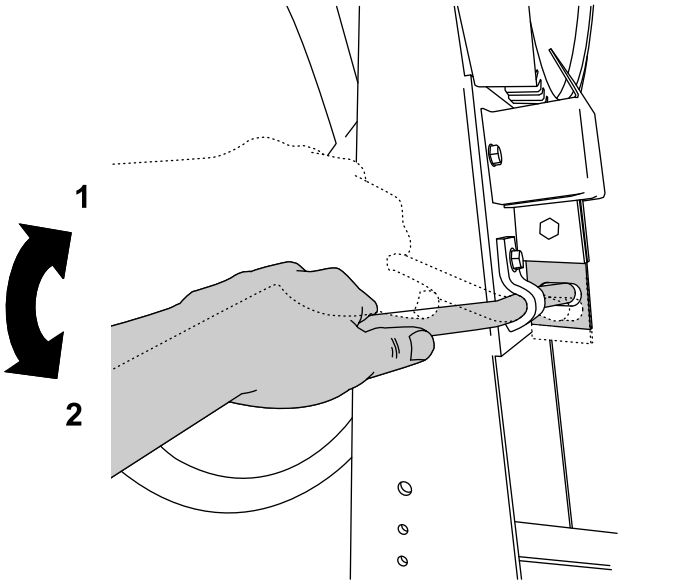

Figura 17
4. Bloquee el tambor en esa posición presionando hacia abajo la palanca del freno de volteo del tambor (Figura 17).